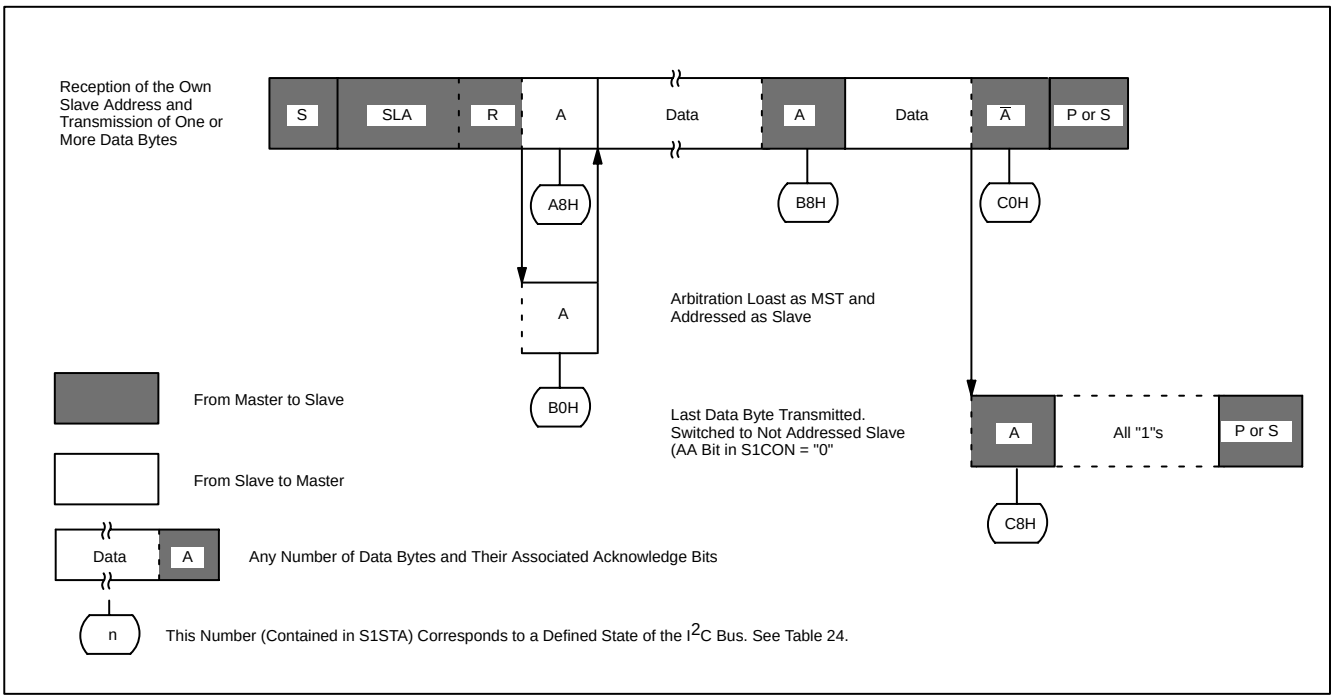

Figure 23. Format and States of the Slave Transmitter Mode
When SIO1 is in the addressed slave transmitter mode, state C8H will be entered after the last serial is transmitted (see Figure 23). When SI is cleared, SIO1 leaves state C8H, enters the not addressed slave receiver mode, and the SDA line remains at a high level. In state C8H, the AA flag can be set again for future address recognition.
In the slave transmitter mode, a number of data bytes are transmitted to a master receiver (see Figure 23). Data transfer is initialized as in the slave receiver mode. When S1ADR and S1CON have been initialized, SIO1 waits until it is addressed by its own slave address followed by the data direction bit which must be "1" (R) for SIO1 to operate in the slave transmitter mode. After its own slave address and the R bit have been received, the serial interrupt flag (SI) is set and a valid status code can be read from S1STA. This status code is used to vector to an interrupt service routine, and the appropriate action to be taken for each of these status codes is detailed in Table 24. The slave transmitter mode may also be entered if arbitration is lost while SIO1 is in the master mode (see state B0H).